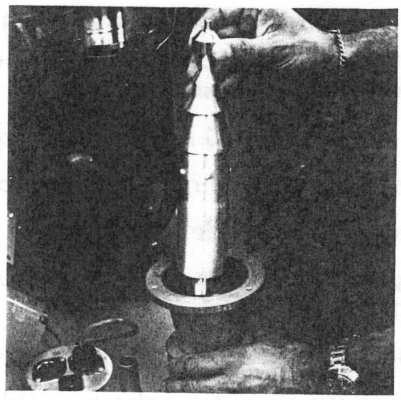

Figure 6-32. Lift Jet Assembly Out of Diffusion Pump
a. Remove the spring and carefully lift out the jet assembly (Figure 6-32).Wipe excess oil from jet.